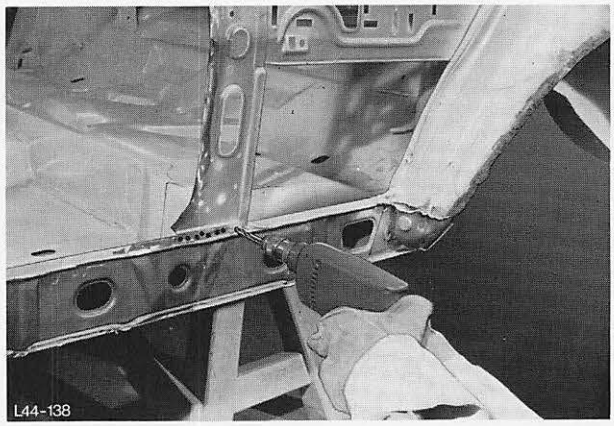

Abb. 150 Blechreste von B-Säule ausbohren
4. Blechreste von B-Säule ausbohren, Abb. 150.